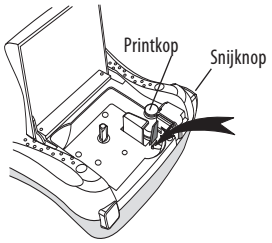

Figuur 6
2. Druk de snijknop in en houd deze ingedrukt om het afsnijmesje bloot te leggen. Zie figuur 6.
3. Wrijf voorzichtig met de gestoffeerde kant van het schoonmaakgereedschap over de printkop. Zie figuur 6.